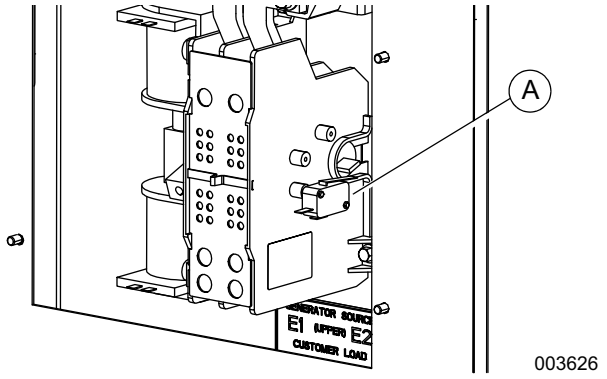

Figure 3-3. Auxiliary Contact
See ***Figure 3-3***. If desired, there is one normally-closed Auxiliary Contact (A) on the transfer switch to operate customer accessories, remote advisory lights, or remote annunciator devices. A suitable power source must be connected to the common terminal. If needed, an extra auxiliary contact can be added.